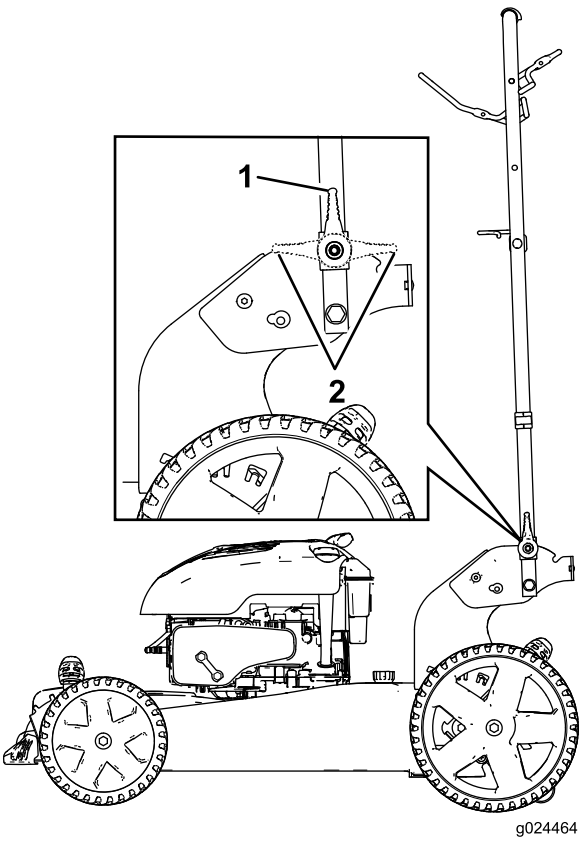

Figur 29
2. Fold håndtaket fram til enten vertikal stilling eller til helt fremste stilling som vist i Figur 29.